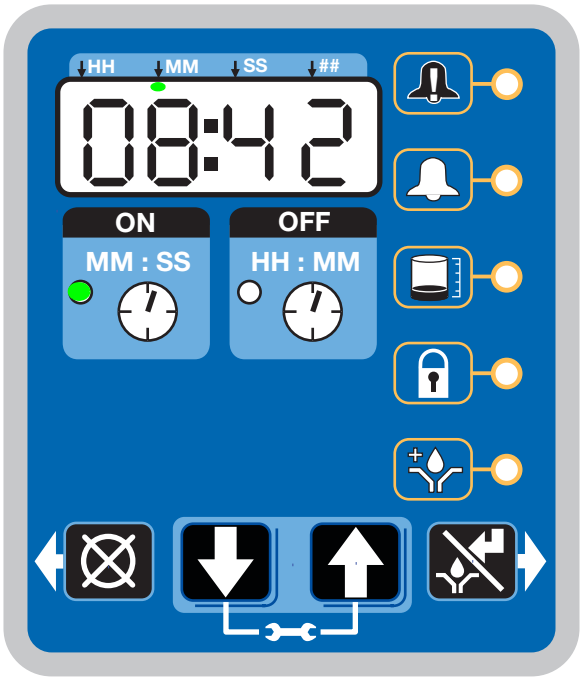

Abb. 22
- Erreicht der OFF-Zeitzählwert Null, dann schaltet die G3-Pumpensteuerung die Schmiermittelpumpe für die Dauer des programmierten ON-Zeitzyklus ein (Abb. 22).
- Das Beispiel von Abb. 22 zeigt eine ON-Zeit von 8 Minuten und 42 Sekunden bis zum Ende des Schmierzyklus an.